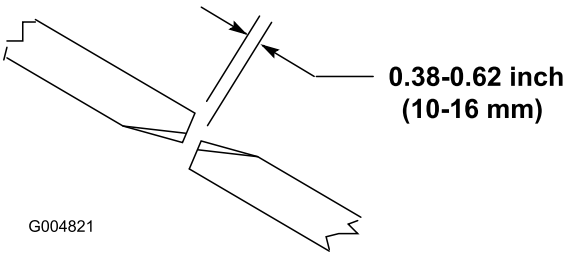

図 24
刈り込みデッキが適切に作動できるように、ウイング側と中央のブレードとの間に 1016mm の隙間を確保してください 図 24。
2. 中央のブレードとその隣のウイングブレードを手で回してブレードの先端どうしを整列させる。刃先と刃先との間の距離を測定する図 24。